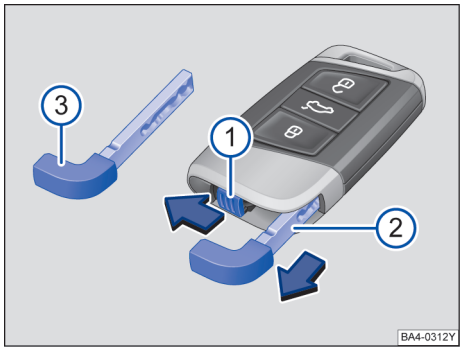

图 48 车辆钥匙：解锁应急钥匙
→ 图 48 的图例：
① 沿箭头方向移动锁闩。
② 沿箭头方向拔出应急钥匙。
③ 应急钥匙。
在汽车钥匙中有一把用于手动解锁和锁止车辆的应急钥匙→ 图 48 ③ 。